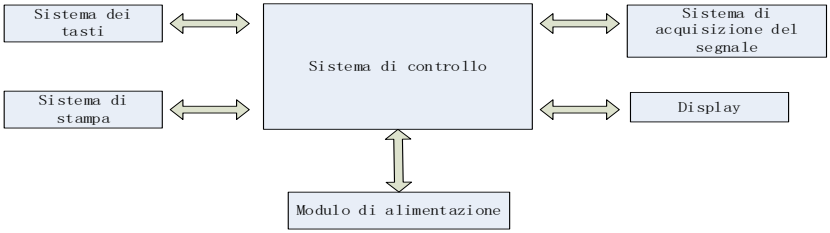

Figura 4-1 Diagramma a blocchi dell'unità di controllo
(2) Il diagramma a blocchi del principio di funzionamento è mostrato nella Figura 4-1.